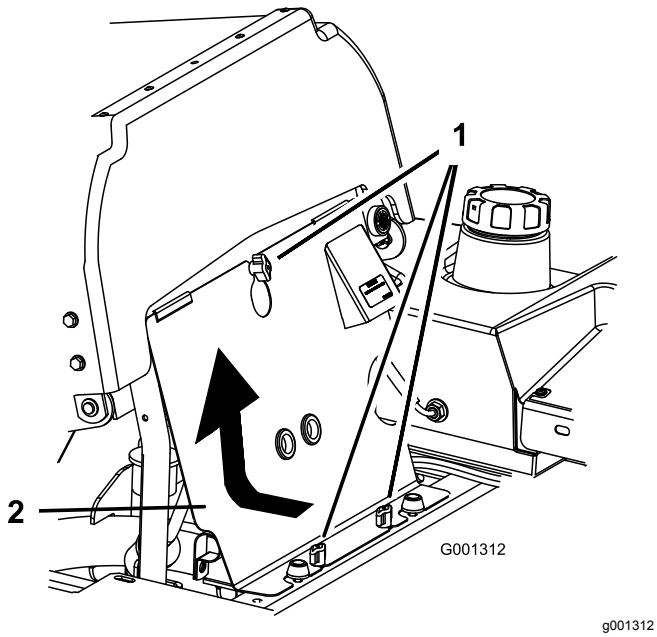

Figur 92
3. Lossa rattarna på den främre motorkåpan och ta bort panelen (Figur 92).